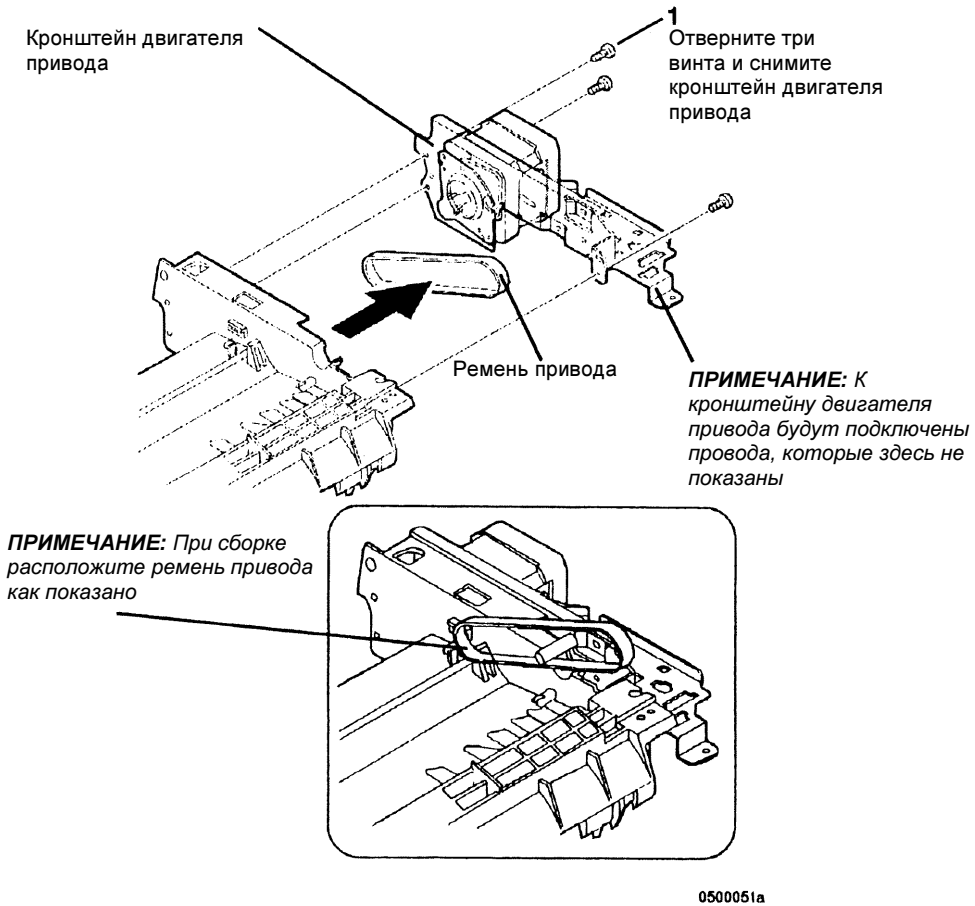

Рисунок 3 Снятие ремня привода DSDF
4. (Рисунок 3): Снимите ремень привода DSDF